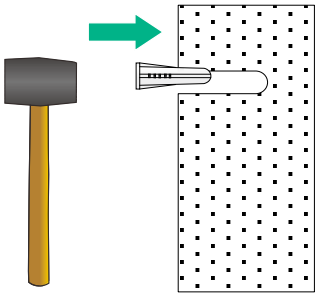

図 3-17 アンカー(壁用)の打ち込み
3) アンカー(壁用)を穴に挿入します。図 3-17 の通りアンカー(壁用)が壁面に全て埋め込まれるまでゴム製ハンマーで打ち込んでください。